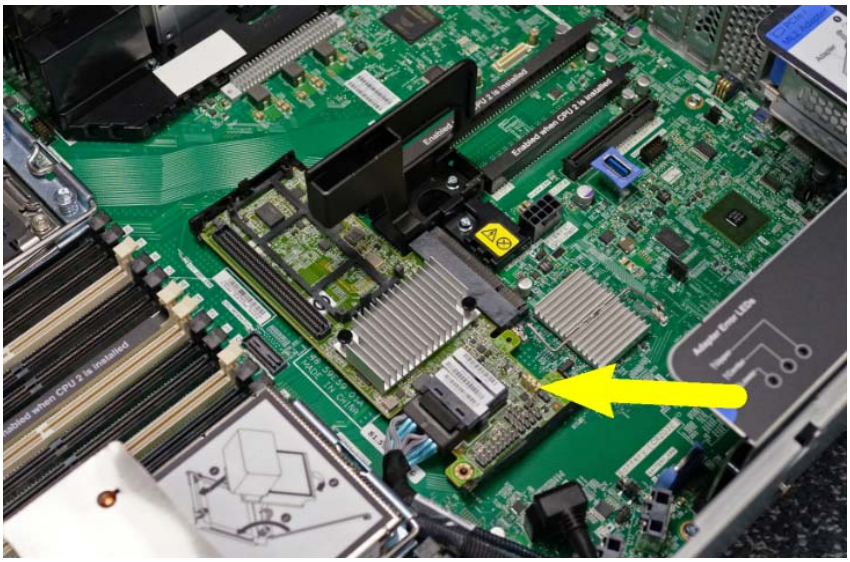

**Figure 27: A RAID adapter on the RAID dedicated slot of the x3650 M5**
**Figure 27** shows the RAID adapter on the RAID dedicated slot of the x3650 M5.